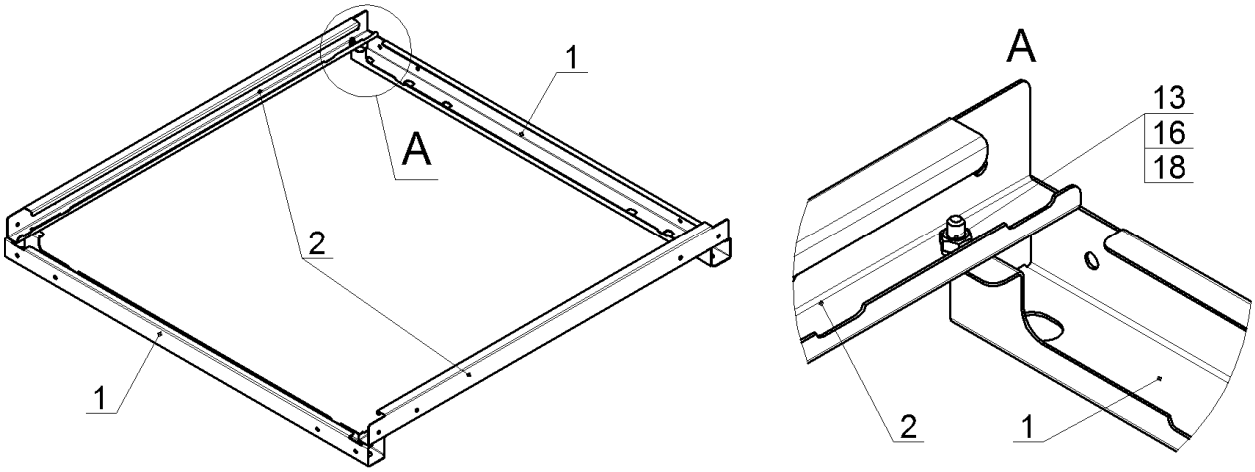

Рис.2
2. Уложить на горизонтальную, ровную поверхность профили лицевые, верхние, поз.1 (890мм). На полки профилей лицевых поз.1 установить профили боковые, верхние поз.2 (936мм) и закрепить их 4 болтами М6, гайками и шайбами поз.13, 16 и 18, как показано на рис.2. Гайки не затягивать: